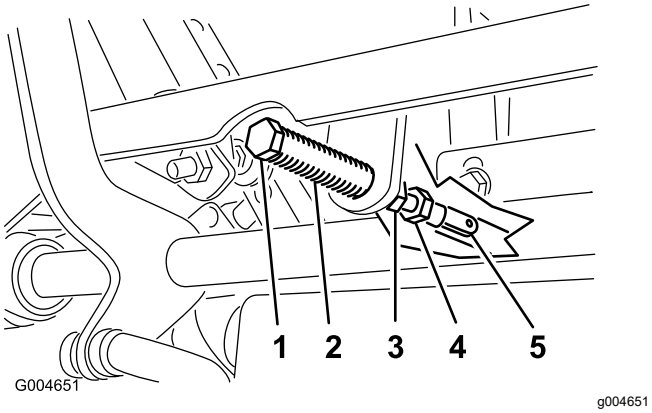

Figura 50
5. Tirate indietro la leva finché il cavallotto con testa (sul braccio sottostante l'albero di articolazione) non tocca l'estremità della scanalatura (inizia a premere sulla molla), come illustrato nella Figura 50.
7. Se occorre regolare, allentate il dado e il controdado contro la forcella (Figura 50).
8. Premendo leggermente indietro la leva di controllo del movimento, girate la testa del bullone di regolazione nella direzione opportuna finché la leva di controllo non si trova al centro, in posizione di BLOCCO IN FOLLE (Figura 50).
9. Serrate il dado e il controdado (Figura 50).
10. Serrate i controdadi dei giunti a sfera (Figura 50).